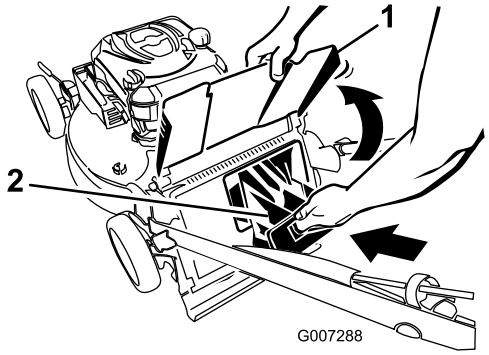

Figura 23
4. Riposizionate il coperchio di scarico posteriore (Figura 23)